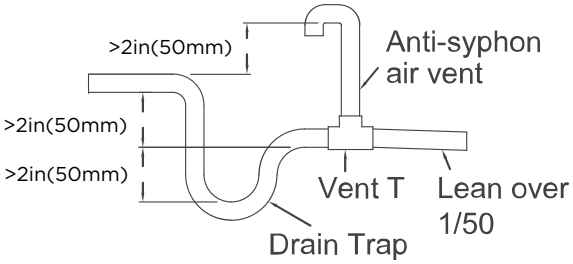

Fig. 25 — Drain Trap
- **Figure 25 shows how to trap or plug all drains during right-hand discharge.**